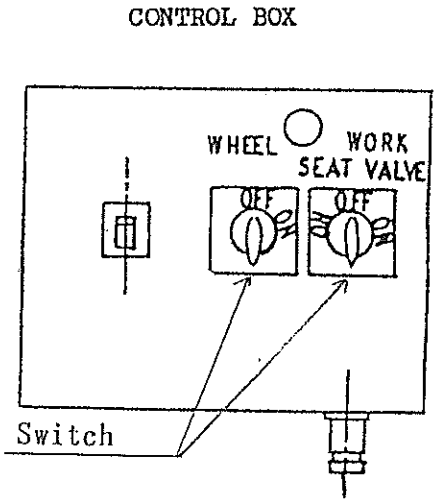

Fig. 16
- Switch on the control box for the valve spindle actuation. The valve spindle will rotate counter clockwise when viewed from above. As shown in Fig 16
- Switch off for stop. As shown in Fig 16